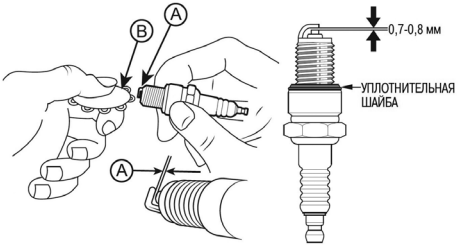

**Рис. 42 Проверка межэлектродного зазора**
4. Измерьте зазор А между электродами свечи зажигания специальным щупом В. Зазор должен быть 0,7-0,8 мм (Рис. 42). При увеличении, или уменьшении требуемого зазора, рекомендуется заменить свечу, так как регулировка зазора может привести к изменению качества искрообразования.